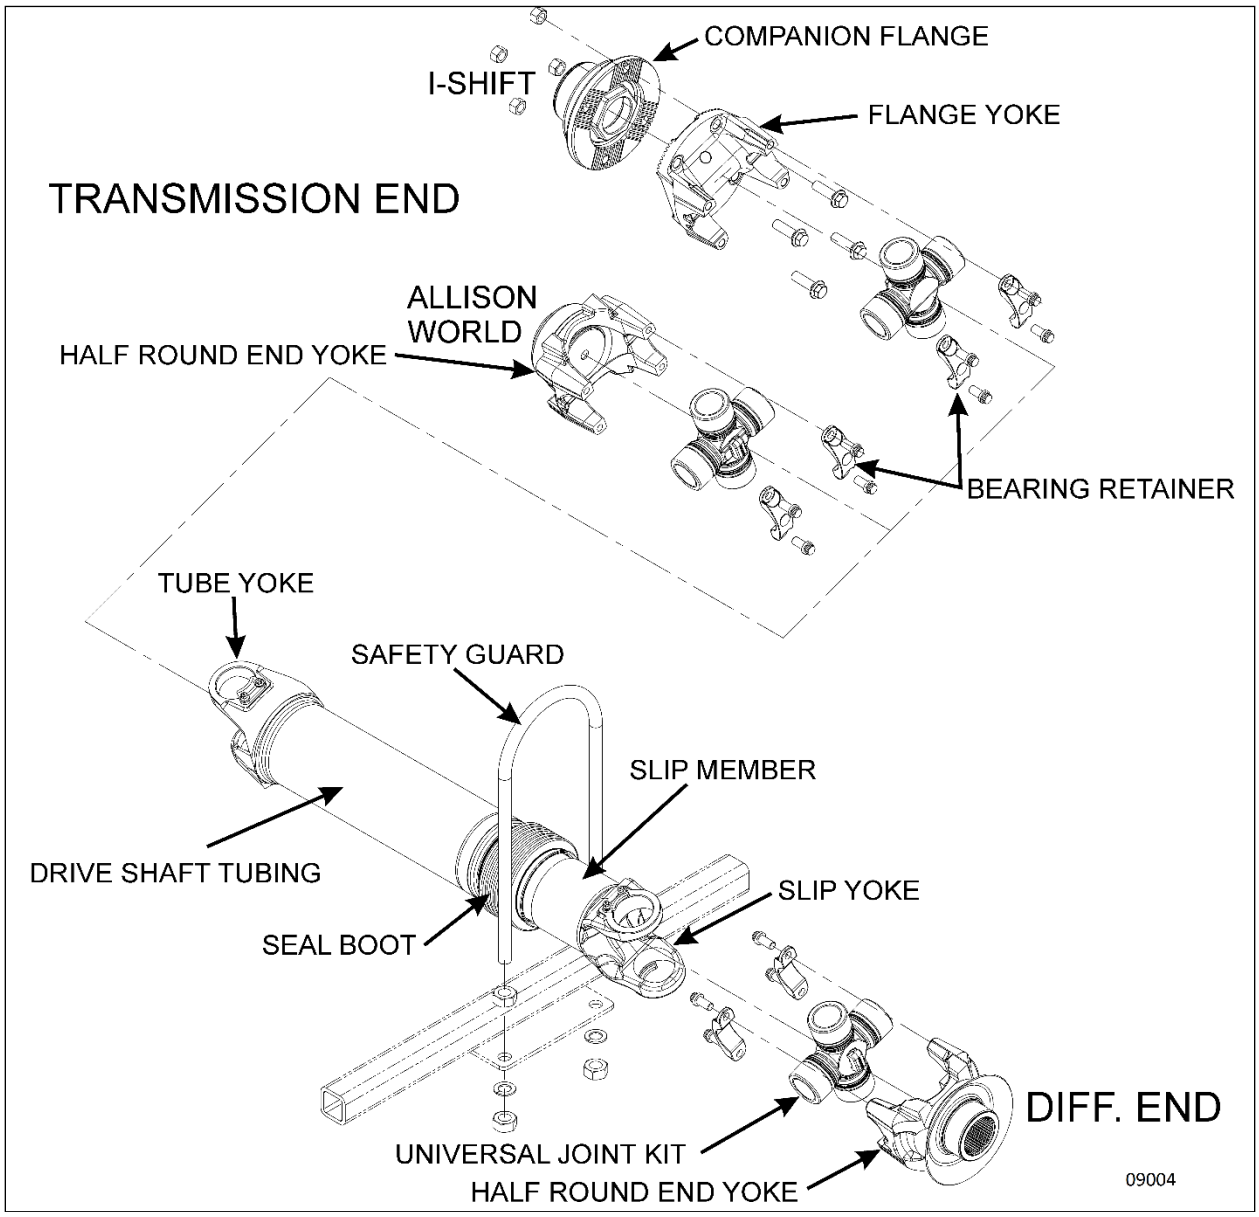

FIGURE 1: PROPELLER SHAFT ASSEMBLY (TYPICAL)
The propeller shaft transmits power from the transmission to the differential. Refer to paragraph *"6. SPECIFICATIONS"* at the end of this section for propeller shaft length. The propeller shaft is Dana Spicer Life Series SPL250 type with tubular shafts. It is provided with two heavy-duty universal joints (FIGURE 1).
- **All universal joints securing hardware (bearing retainers and bearing retainers bolts, spring tabs and bolts) must be removed and replaced** using new OEM specified replacement parts (FIGURE 1 & Figure 2).